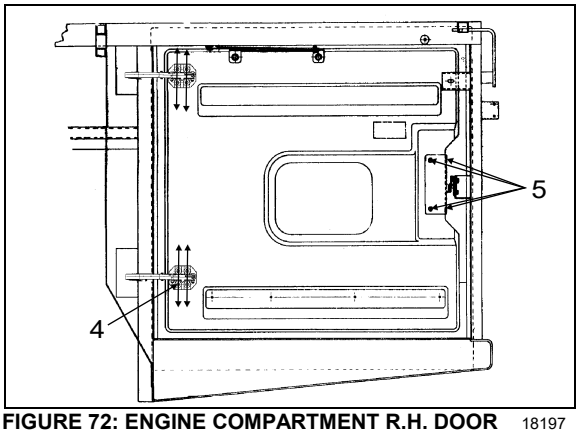

FIGURE 72: ENGINE COMPARTMENT R.H. DOOR 18197
8. Loosen screws (4, Figure 72).